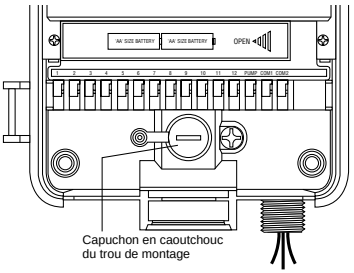

FIGURE 23 : *Compartiment du boîtier du programmateur*
- Retirez le capuchon en caoutchouc qui protège le trou de montage et posez une vis no 8 dans ce trou **[voir la figure 23].**
- Serrez la vis jusqu'à ce que le programmateur soit fixé solidement au mur, puis remettez en place le capuchon protecteur en caoutchouc **[voir la figure 23].**